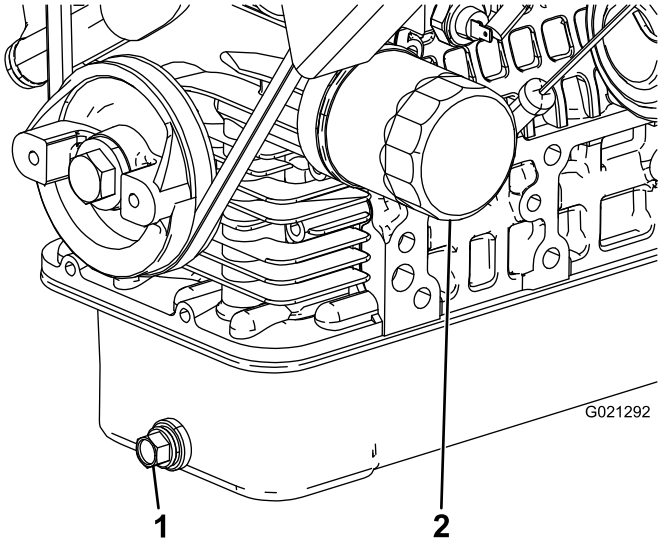

Figur 42
2. Ta bort avtappningspluggen och låt oljan rinna ner i ett kärl (Figur 42). Sätt tillbaka avtappningspluggen när oljan har slutat rinna.
3. Avlägsna oljefiltret (Figur 42).